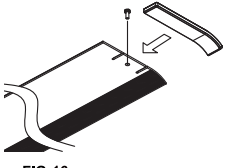

FIG. 16
Step 1. Install end caps to each blade and tighten with screws supplied as shown in (Figure 16).